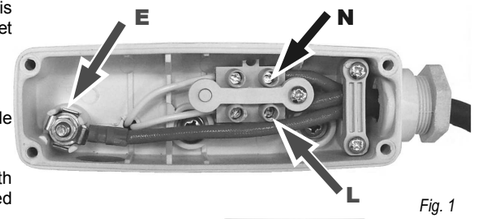

Fig. 1
2. Use a minimum of 1.0mm^2 H05RN-F supply cable with 2 poles and earth and sleeve with silicon glass fibre braided (250°C) Sleeving. The live and neutral wires must be connected to the terminal block. See Fig 1.